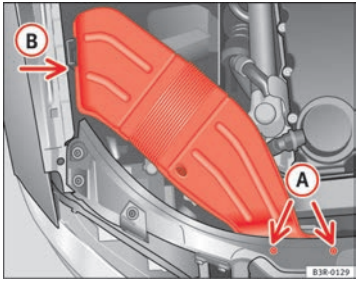

Fig. 200 Air duct on right side of vehicle ▶
– Unscrew bolts (A) ⇒ page 268, fig. 200.
– Detach air duct from guide (B) and take it out. ■